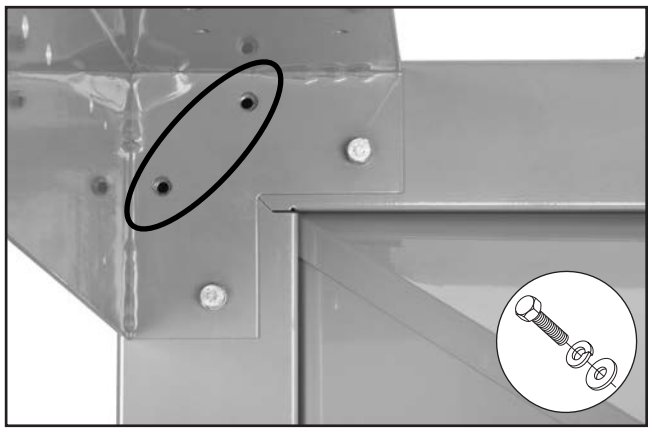

Figure 14. Final leg installation.
10. Install remaining (16) M6-1 x 16 Phillips head screws with their flat washers.
11. Install remaining (8) M8-1.25 x 20 hex bolts, 8mm flat washers, and 8mm lock washers into holes in leg flanges shown in **Figure 14**.